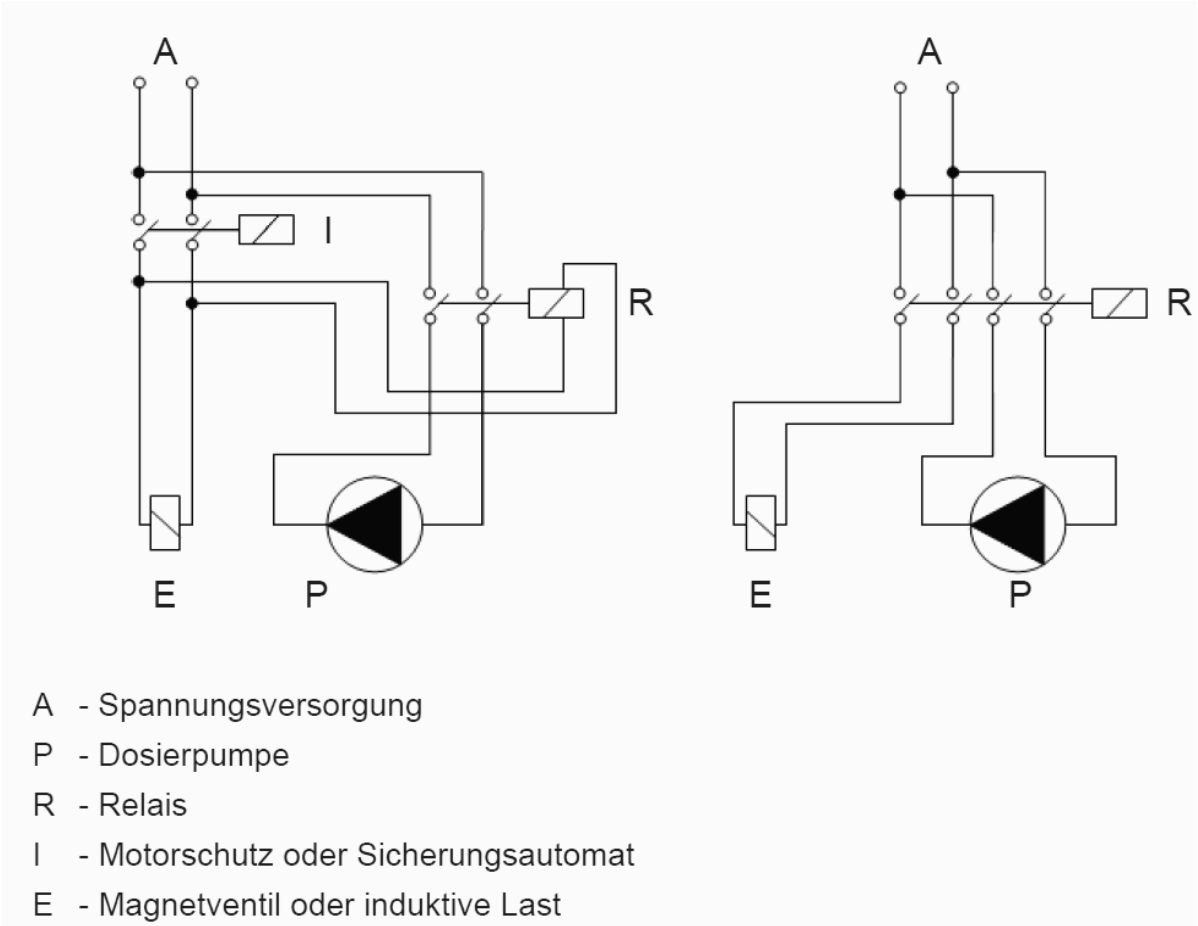

Abb. 4.6
- Um die Elektronik der Dosierpumpe nicht zu beschädigen, darf sie niemals direkt parallel zu induktiven Lasten (z. B. Motoren, Magnetventilen etc.) angeschlossen werden. In diesem Fall muss stets ein Hilfsrelais zwischengeschaltet sein (siehe Abb. 4.6).